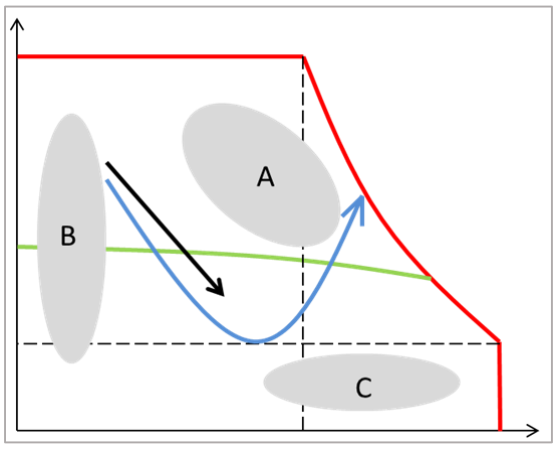

Figure 1
When you have found the key operating points for your application, and you begin the process of selecting the motor, you may find that with the best selection available, the operating points are grouped in part of the T-S chart which is not ideal. In Figure 1:
- The optimum peak T/S point is in the area marked **A** in Figure 1. This makes good use of the motor's capabilities.